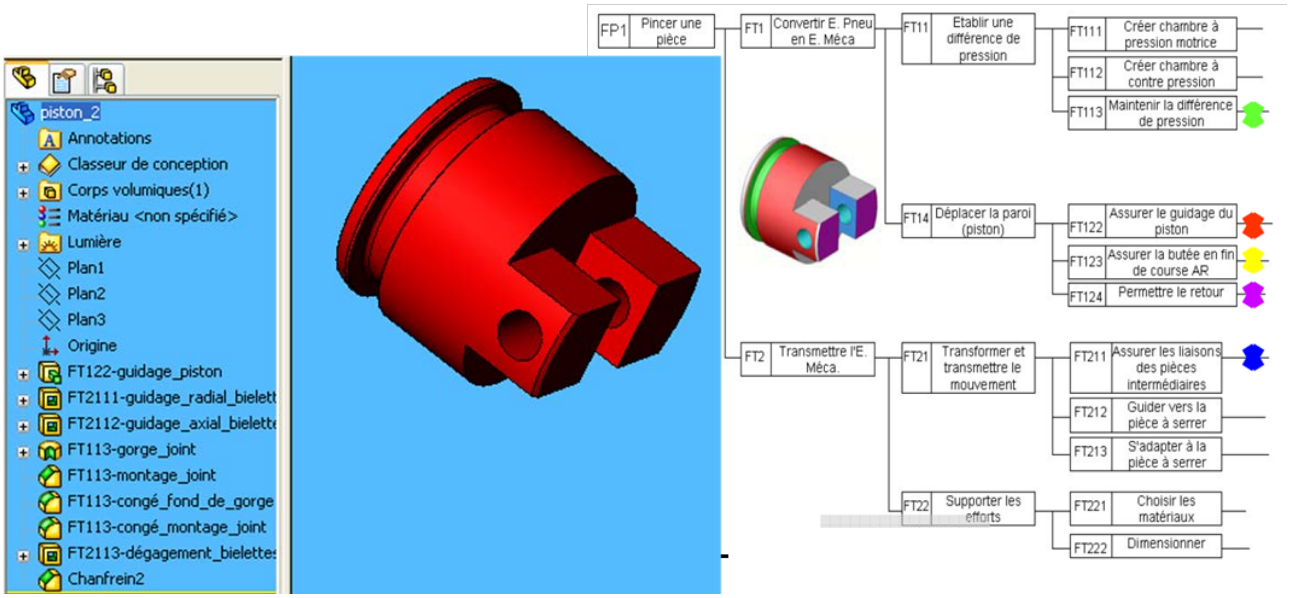

Fig. 7 : Fonctions
- Renommer les fonctions logicielles (base-bossage extrusion, etc…) par le nom de la fonction technique remplie (cf. fig. 7) par exemple.